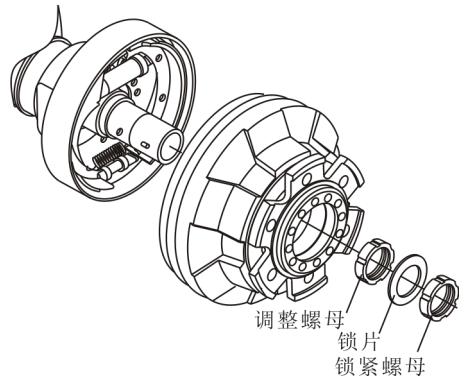

图 5.2　加注润滑脂
1) 轮毂内加注 240cc 润滑脂，然后装在轴上。（图 5.2）